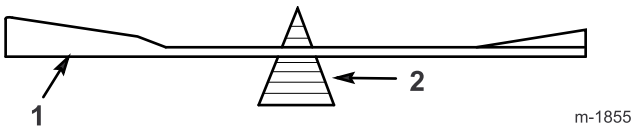

Figuur 37
2. Controleer de balans van het mes met een mesbalans (Figuur 37). Als het mes horizontaal blijft, is het in balans en geschikt voor gebruik. Als het mes niet in balans is, moet u wat materiaal van de achterkant van het mes afvijlen. Herhaal dit totdat elke mes in balans is.